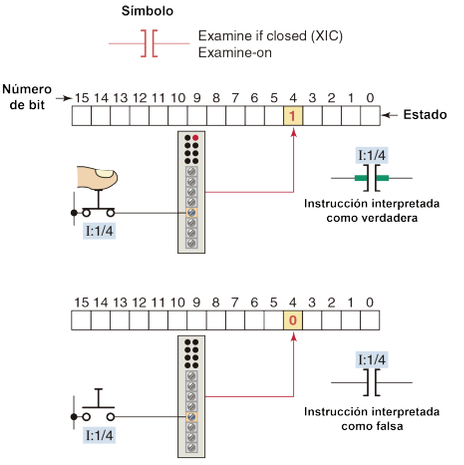

Figura 1-46. Esquema de funcionamiento de un contacto XIC
Esta instrucción (figura 1-46) se ve y opera como un contacto de relevador normalmente abierto. Cuando el PLC entra en operación el contacto está siendo examinado y toma una decisión basado en el valor del argumento. El valor del argumento en el caso de esta instrucción puede ser uno (1) o cero (0), dicho de otra manera: verdadero o falso.